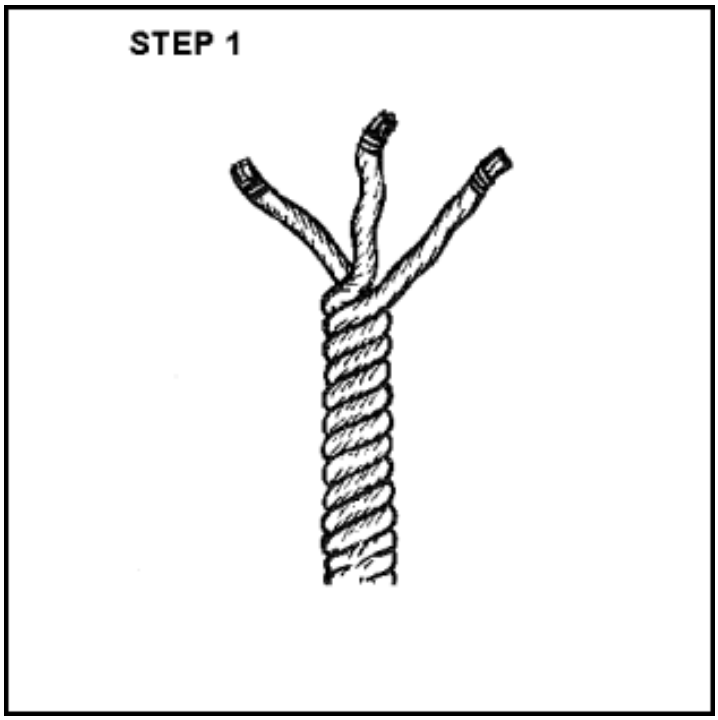

Figure 12-25. Making a Back Splice, Step 2
- **Step 2.** To start the crown knot, form a bight with the left strand and lay the bitter end of the strand between the right and center strand. Then lay the center strand over the running end of the left strand. Take the right strand under the running end of the left strand, over the running end of the center strand, and back through the bight of the left strand. Then take all the slack out of the strands and gently pull the strands tight (Figure 12-25).